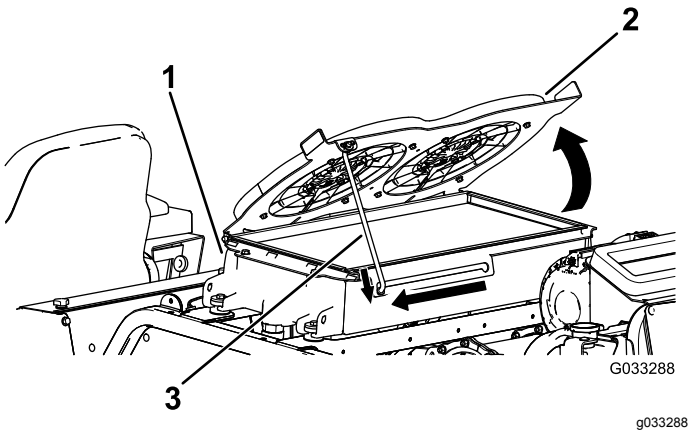

Bild 116
2. Drehen Sie die Hydraulikkühlventilatoren nach oben und arretieren Sie die Stützstange in der Kerbe (Bild 116).